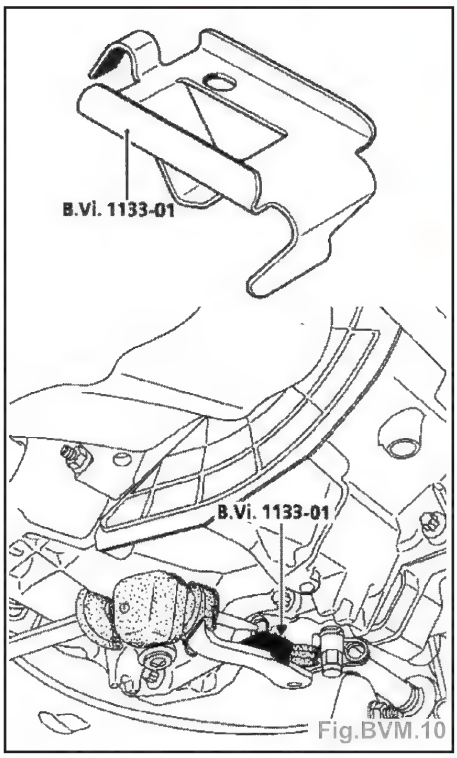

Fig.BVM.10
6) Mettre en place l'outil **B. Vi. 1133-01** entre le levier de commande et le carter boîte de vitesse, afin de rattraper les jeux de fonctionnement (Fig.BVM.10).